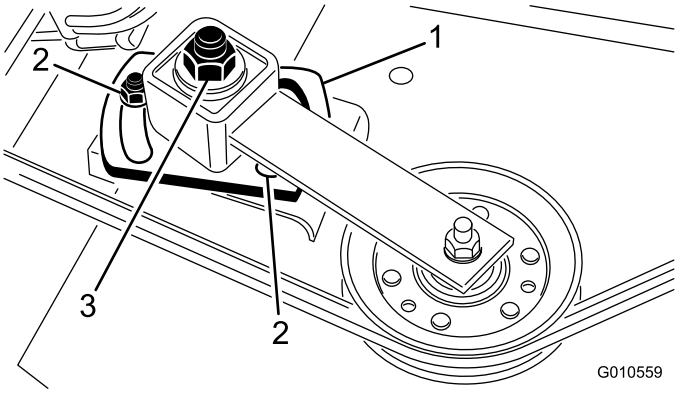

図 4
2. アイドラプレートを固定しているナット 2個 を外してアイドラプーリがベルトを押す力を解除する 図 4。
3. 右スピンドルプーリからベルトを取り外す 図 4。